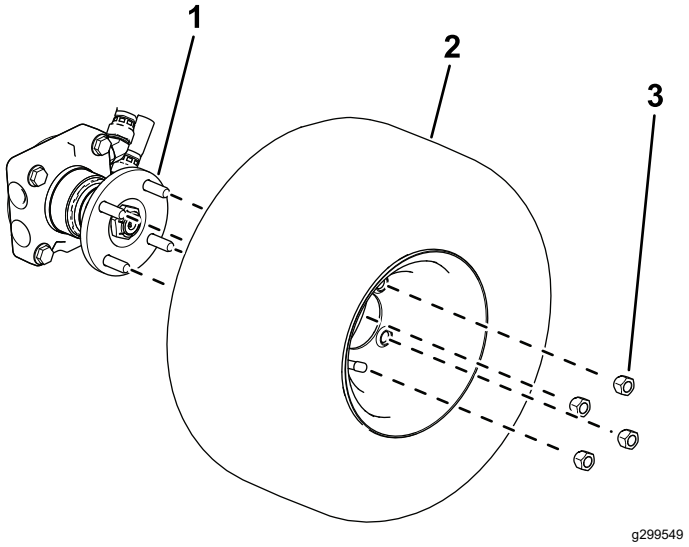

Рисунок 3
1. Используйте 4 зажимные гайки для крепления колеса к ступице (Рисунок 3).